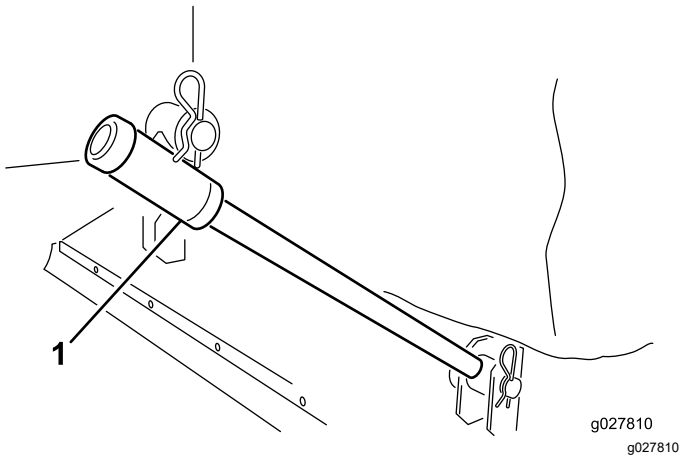

Figuur 2
2. Schuif de trekstangen op de framepennen. Bevestig elke trekarm aan de framepen met een ring en een R-pen (Figuur 2)